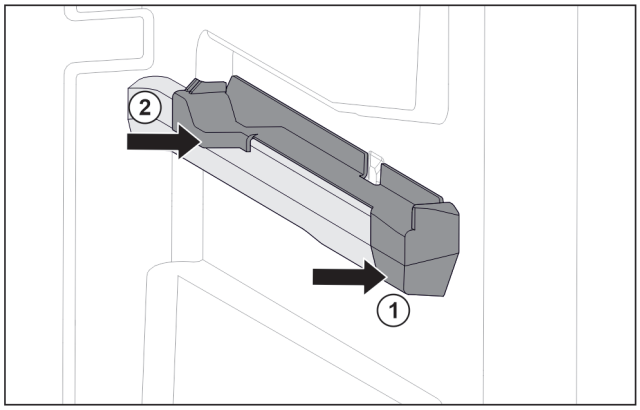

Fig. 119 Вставная часть на правом контейнерном ребре
- ▶ Наденьте вставную часть спереди на контейнерное ребро. *Fig. 119 (1)*
- ▶ Нажмите на вставную часть сзади. *Fig. 119 (2)*